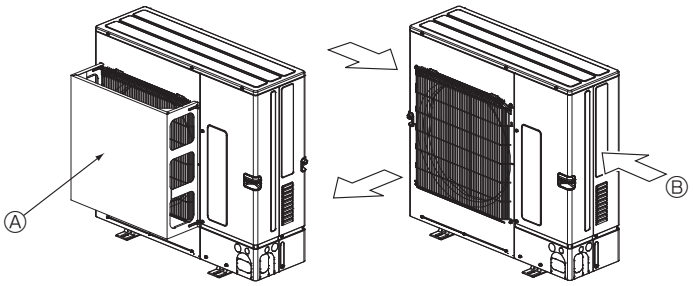

Fig. 2-15 Fig. 2-16
① Install an optional air protect guide if the unit is installed in a location where strong winds from a typhoon, etc. may directly enter the air outlet. (Fig. 2-15)